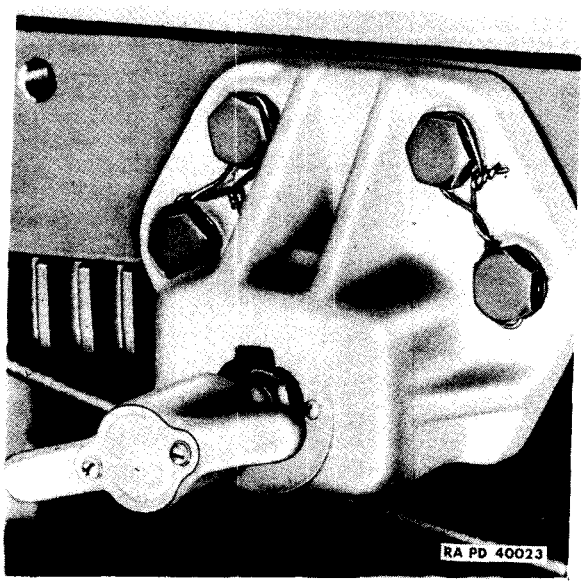
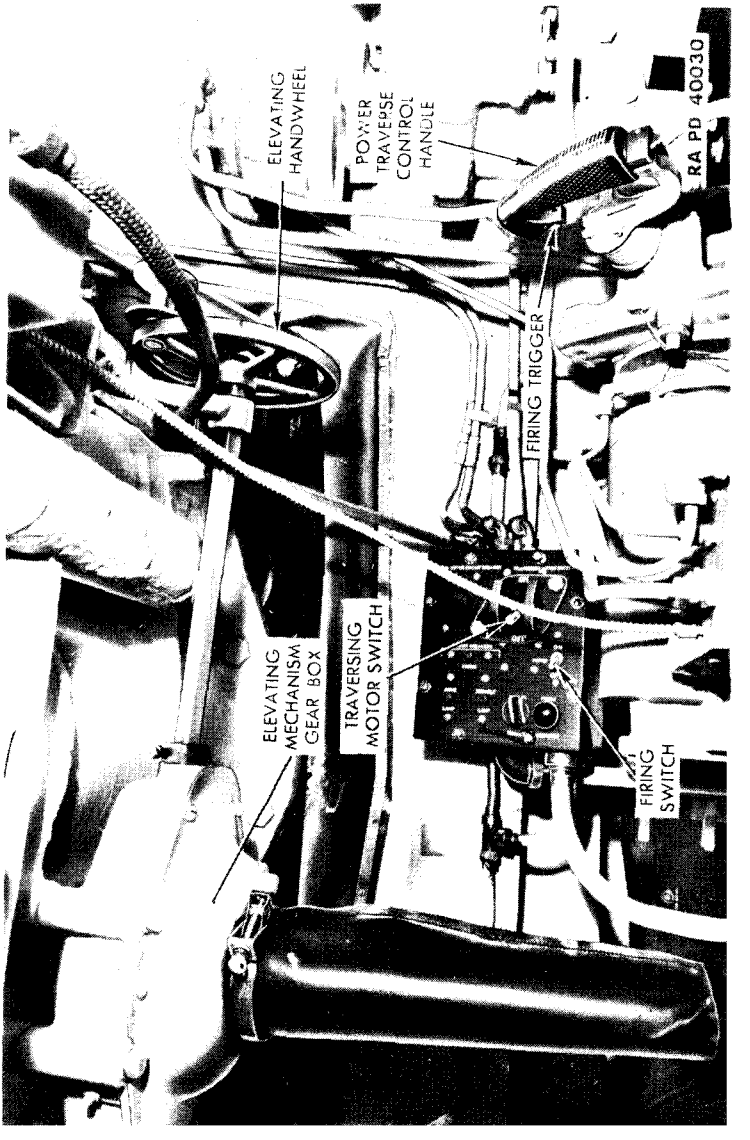

Figure 18 — Turret Lock in Disengaged Position
Figure 21 — Turret Control Box and Elevating Mechanism
a. **Elevating Handwheel** (fig. 21). The purpose of the elevating handwheel is to elevate and depress the gun. This is done by turning the elevating handwheel.
a. **Turret Lock** (fig. 18). The purpose of the turret lock is to lock the turret in locked position when gun is in traveling position. This is done by pulling, and rotating handle of turret lock.
(a) Power Operation. Before traversing turret by means of the hydraulic traversing mechanism, make sure personnel are clear of rotating parts. Move gearshift lever in front of gunner and under gear mechanism to the power position (pull lever up toward the top of turret). It may be necessary to turn slightly the manual drive handle on top of gear mechanism to engage gears. Turn traversing motor switch to the "ON" position to start electric drive motor (fig. 21). Disengage turret lock (fig. 18). *It is important to have turret lock completely disengaged before traversing turret and to*